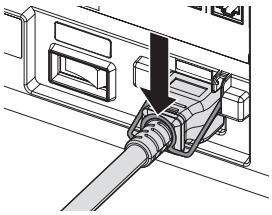

Fig. 4
4) Pour fixer le cordon d'alimentation, appuyez sur le support de cordon d'alimentation jusqu'à ce que son extrémité s'enclenche sur le cordon d'alimentation. (Fig. 4)